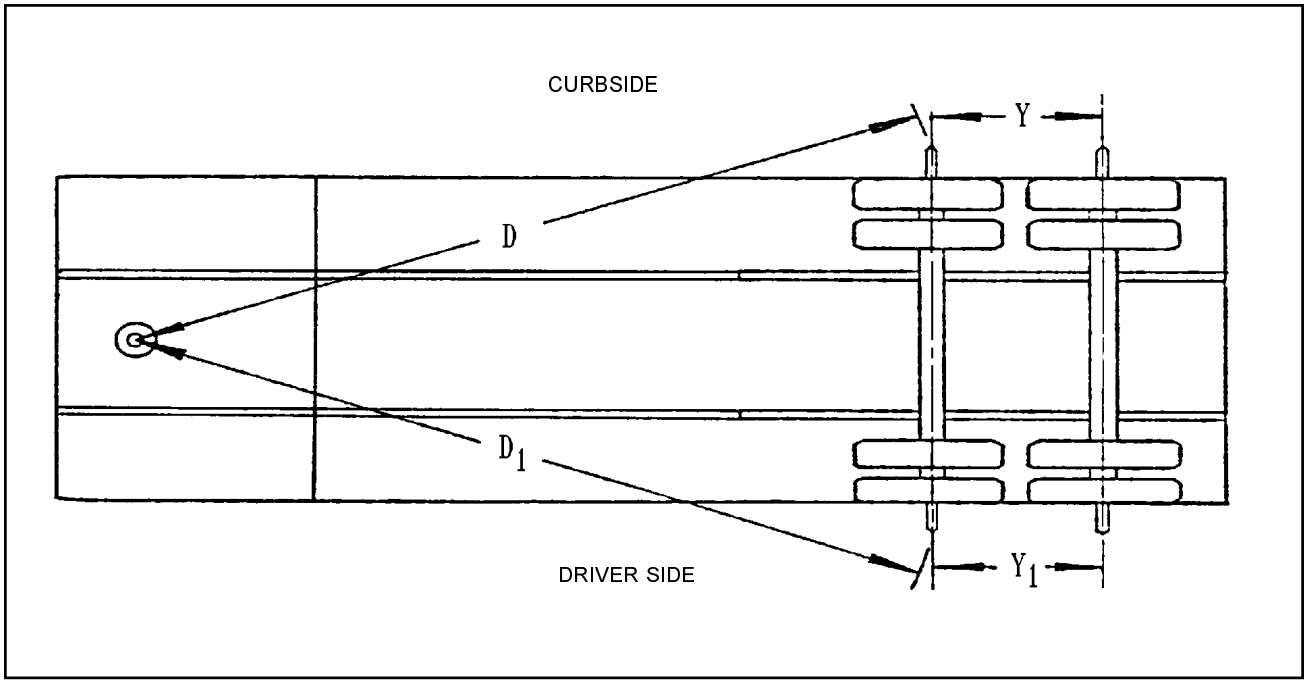

Figure 4-6 Checking Axle Alignment
4. Measure (D) from the plumb bob to the center point on one end of the axle. Record this measurement **(See Figure 4-6**).
5. Measure (D1) to the other end of the axle in the same manner as in **Step 4.**. Record this measurement **(See Figure 4-6).**